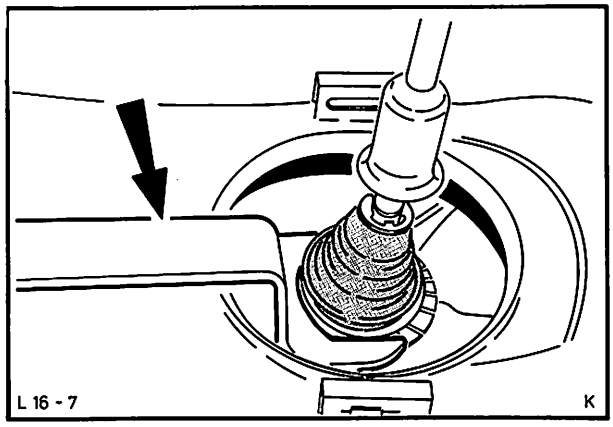

Abb. 17 Kugelkappe – Schalthebel mit Spezialwerkzeug 16-026 lösen
11. Manschette – Schalthebel entfernen, Kabelstrang von Schalter – Rückfahrscheinwerfer trennen und Rückzuggummi – Schalthebel aushängen. Kugelkappe entsichern und anschließend mit Spezialwerkzeug 16-026 abschrauben, Abb. 17. Schalthebel herausnehmen, Öffnung verschließen!